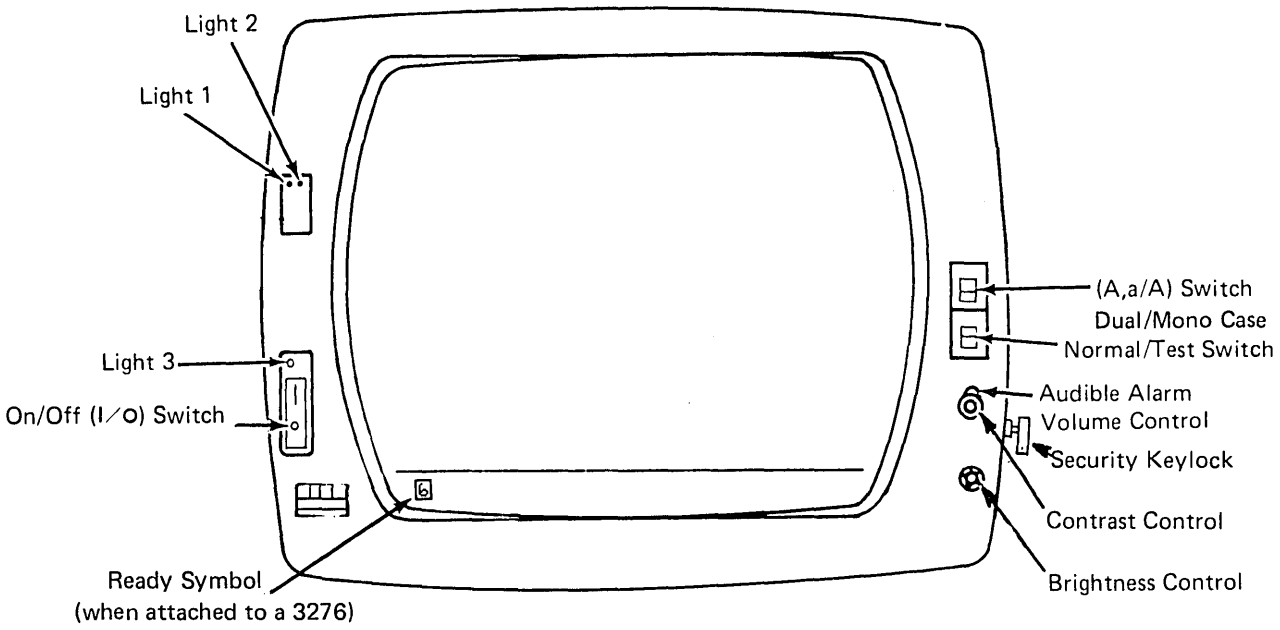

Figure 5-2. 3278 Operator Controls and Lights
The 3278 On/Off (I / O) switch is separated from the brightness and contrast controls (see Figure 5-2). This reduces the possibility of accidentally turning the display station off. To turn the 3278 on, press the top portion I of the switch. Light 3 and Light 1 should turn on when you press the On/Off switch. After a delay of a few seconds, (1) Light 2 turns on, (2) the cursor appears in the first position of line 1, (3) a horizontal line appears across the lower portion of the screen, and (4) a Ready symbol (see Chapter 2) appears in the lower-left portion of the screen in an area called the Operator Information Area.
The brightness control knob (see Figure 5-2) serves the same function and operates in the same manner as the 3275/3277 brightness control. This control also has a test position. When the control knob is turned fully clockwise beyond the first stop and held, the screen becomes very bright.
The contrast control knob (see Figure 5-2) serves the same function and operates in the same manner as the 3275/3277 contrast control.
If your display station has the Audible Alarm feature installed, the volume control for the audible alarm is located at the outside of and behind the screen contrast control (see Figure 5-2) instead of under the machine covers. Turning this control clockwise increases the sound level; turning the control counterclockwise decreases the sound level.
When you are operating the display station, this switch is in the Normal position (see Figure 5-2).
The 3278 Display Stations can display both uppercase and lowercase alphabetic characters. You can use the *A, a/A* switch (see Figure 5-2) to display (1) only uppercase alphabetic characters or (2) both uppercase and lowercase characters. To select only uppercase characters, set the switch to *A*; to select uppercase and lowercase characters, set the switch to *A, a.*